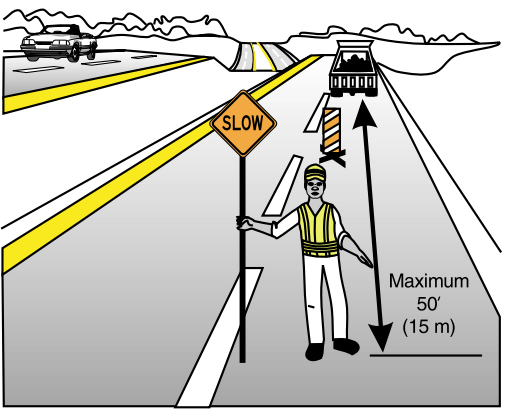

Figure 9
1. Stand in the closed lane adjacent to the open lane no more than 50 feet (15 m) in advance of the work activity (see Figure 9).